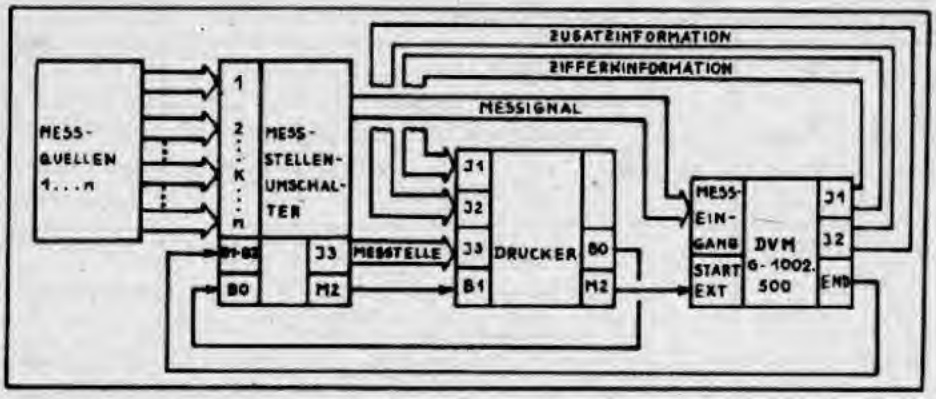

Bild 9: Verkettung mit Drucker und Meßstellenumschalter
- Auf Grund einer filterbedingten Einschwingzeit von $\tau \leq 3$ s (bei niederohmigen Quellwiderständen) muß das Meßsignal mindestens 3 s vor Meßbeginn am Meßeingang des DVM anliegen. Diese Zeit ist über die Pausenzeiteinstellung am Drucker zu realisieren. In der Verkettung nach Bild 9 liegt aus diesem Grunde das DVM in der Meßkette hinter dem Drucker.
- Es ist zu beachten, daß bei einer Verkettung mit Meßstellenumschalter und Drucker nach Bild 9 auf dem Ausdruck neben der k-ten Meßstelle das Meßergebnis der k-1-ten Meßstelle erscheint.